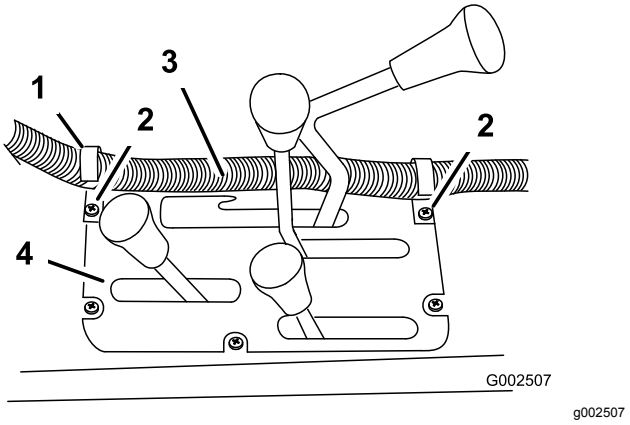
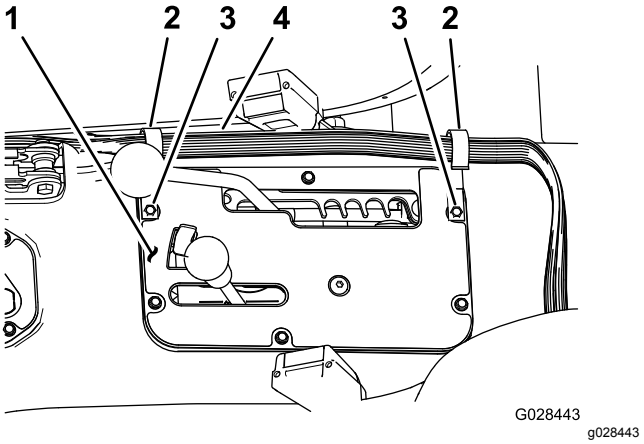

Figur 20
Figur 21
1. Monter to J-klemmer på midtkonsollen som vist i Figur 20 eller Figur 21, ved hjelp av de eksisterende skruene.